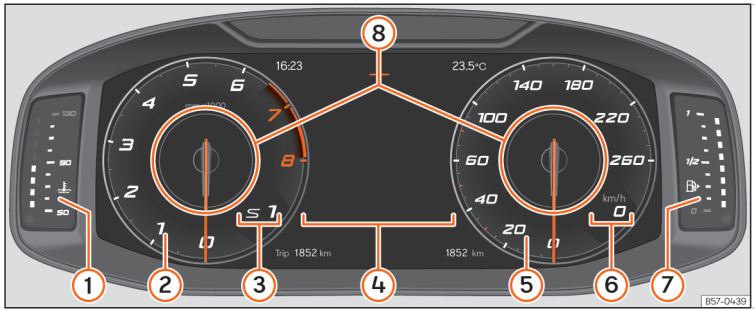

Abb. 2 SEAT Digital Cockpit in der Schalttafel (klassische Ansicht).
In allen Ansichten können die angezeigten Informationen in den **Informationsprofilen** ››› (Abb. 2) ⑧ personalisiert werden.
Die Zeiger der Umdrehungen pro Minute und der Geschwindigkeitsmesser werden über die gesamte Länge angezeigt ››› (Abb. 2).